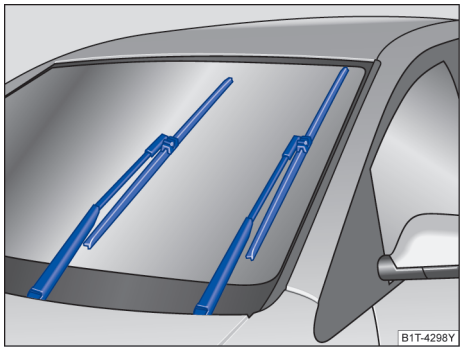

图 217 处于保养位置的刮水片
– 将风窗玻璃刮水器拨杆向下拨至点动刮水位置，使刮水器处于保养位置→ 图 217。 ▶